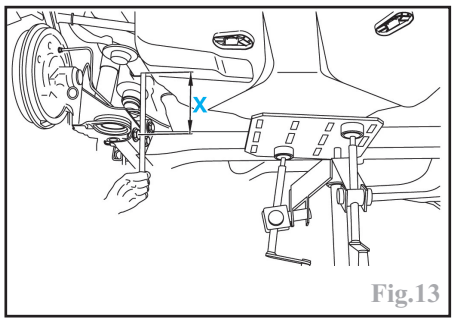

Fig.13
Lever le train arrière jusqu'à mesurer la cote (X) = **160 mm**, entre le centre de la vis de fixation inférieure de l'amortisseur et le dessous du longeron (Fig.13).